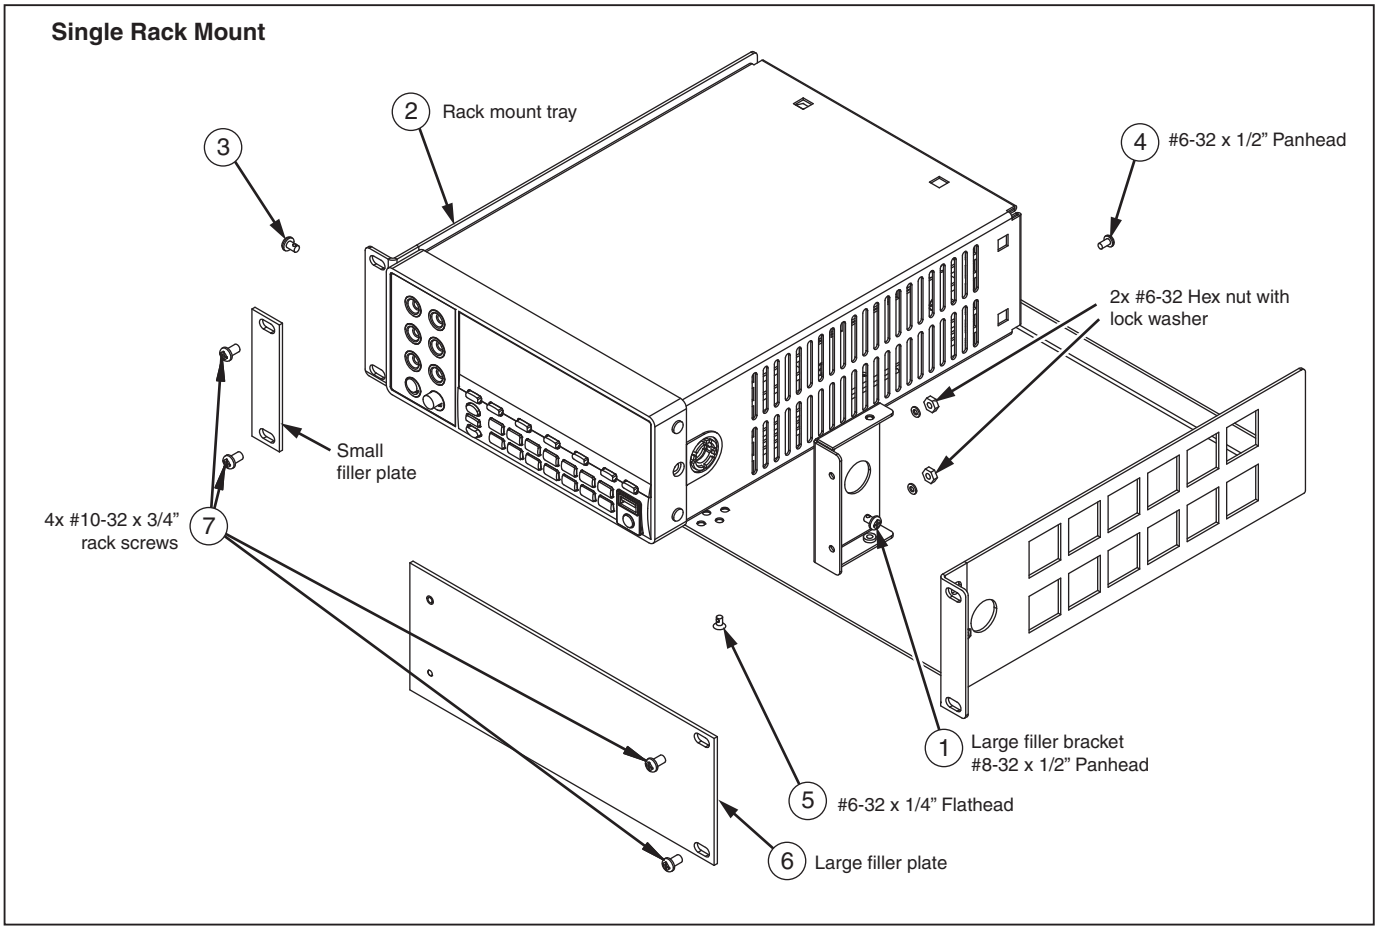

Figure 2. Single Rack Mount
1. Using one #8-32 x ½" panhead screw, attach the right angle filler plate bracket on the right front side of the Meter, keeping the smooth face with two holes of the bracket facing the front as shown in Figure 2.
3. Attach the Meter to the tray by inserting one (two for Hydra series) #8-32 x ½" panhead screw through the left-hand forward holes in the tray and into the side of the Meter as shown in Figure 2.
4. Insert a #6-32 x ½" flathead screw through the hole in the back of the tray and into the back of the Meter as shown in Figure 2.
5. Attach the filler plate bracket on the right side of the Meter to the bottom of the tray with a #6-32 x ¼" flathead screw as shown in Figure 2.
6. Install the 9½" painted filler panel to the right front of the tray by inserting the attached screws through the holes in the right-angle bracket and locking it in with lock washers and lock nuts as shown in Figure 2.
7. Install the assembled rack mount kit in the rack using the four rack screws with the painted 1" wide plate under the screws on the left-hand side of the rack mount tray as shown in Figure 2.